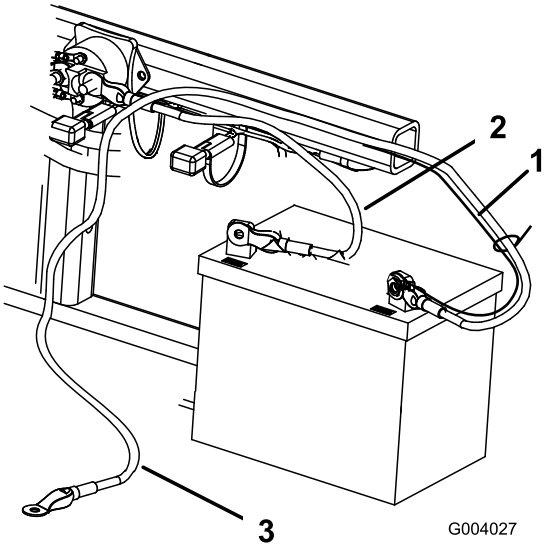

Figur 5
2. Fastgør det positive kabel (rød) til den positive (+) pol med en bolt og låsemøtrik på 1/4- x 5/8 tommer (Figur 5).
3. Fastgør den lille sorte ledning og det negative kabel (sort) til den negative (-) batteripol med en bolt (1/4 x 5/8") og en låsemøtrik (1/4") (Figur 5).